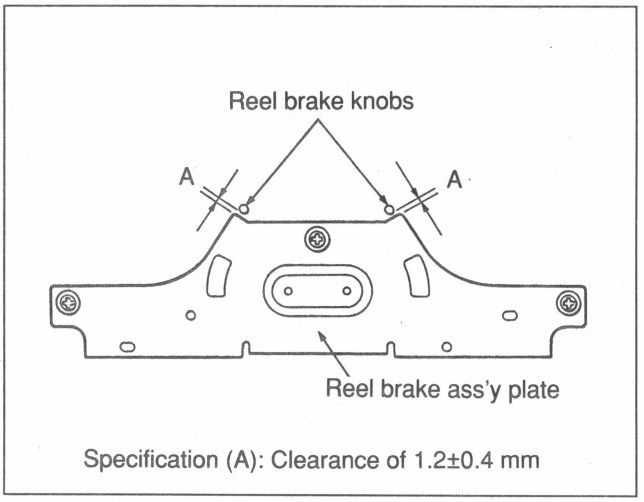

Fig. 7-9-4 Reel Brake Position Check
6. Reel Brake Position Check (Refer to Fig. 7-9-4.)